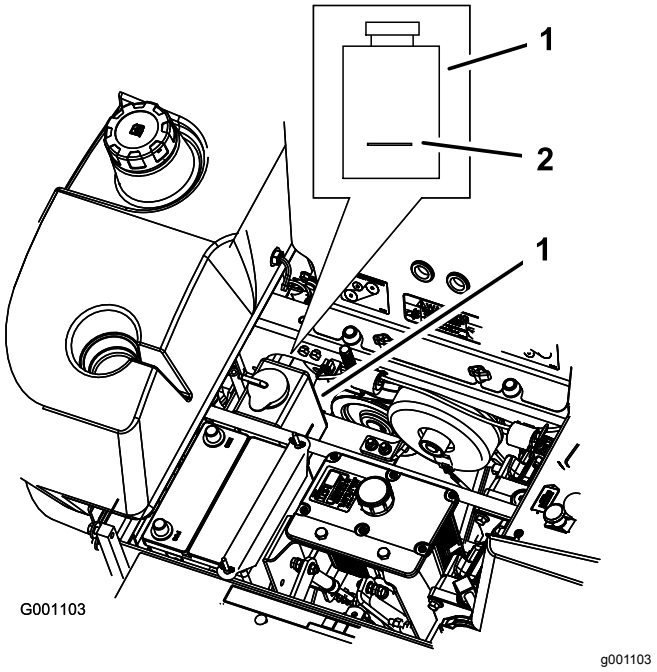

Figuur 84
3. Als de motor is afgekoeld, controleert u het peil van de overloopfles. De vloeistof moet tot aan de verdikking op de buitenkant van de overloopfles staan (Figuur 84).
4. Als het peil van de koelvloeistof te laag is, moet u de overloopfles bijvullen met een mengsel dat half uit antivries/Dex-Cool® en half uit water bestaat (Figuur 84).
5. Vul de fles met dit mengsel tot aan de streep op de fles (Figuur 84).